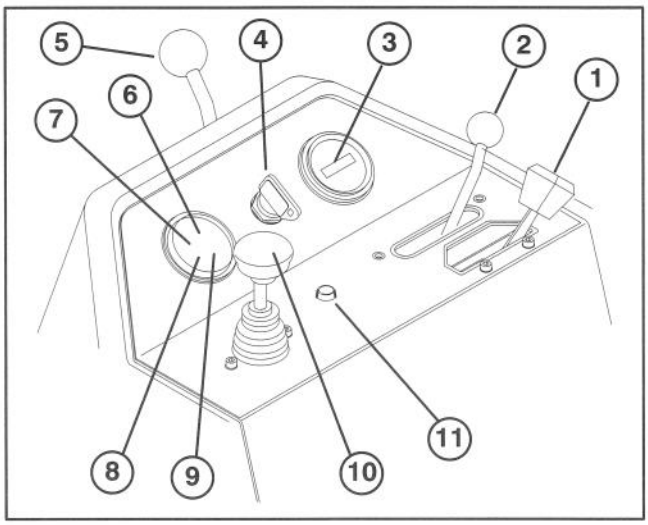

Figure 18
Throttle Control (Fig. 18) – The Throttle Control gives the operator the ability to control the speed of the engine. Moving the Throttle Control toward the "FAST" position increases engine RPM; moving Throttle Control toward "SLOW" will decrease engine RPM.
Functional Control Lever (Fig.18) – Provides two (2) traction selections, plus a "NEUTRAL" position. It is permissible to shift from mow to transport or transport to mow (not to neutral) while the Greensmaster 3200–D is in motion. No damage will result.
Hour Meter (Fig.18) – Indicates the total hours of machine operation. The hour meter starts to function whenever the key switch is rotated to "ON".
Ignition Switch (Fig. 18) – Insert key into switch, turn clockwise as far as possible to "START" position to start engine. Release key as soon as engine starts; key will move to "ON" position. Turn key counter–clockwise to "OFF" position to stop engine.
Steering Arm Locking Lever (Fig.18) – Rotate lever rearward to loosen adjustment, raise or lower steering arm for operator comfort, then, rotate lever forward to tighten adjustment.
Water Temperature Light (Fig. 18) — Light glows and engine automatically shuts–down when engine coolant temperature gets too high.
High Temperature Override Button (Fig. 18) —If engine kills due to an over heat condition, press over ride button in and hold until machine can be moved to a safe location and allowed to cool down.
Glow Plug Indicator Light (Fig. 18) – When lit, indicates glow plugs are on.
Battery Warning Light (Fig. 18) – Light glows if battery charge is low.
Oil Pressure Light (Fig. 18) — Light glows if engine oil pressure drops below a safe level.
Raise / Lower – Mow Control (Fig 18) – Moving control forward, during operation, lowers the cutting units and starts the reels. Pull back on control to stop reels and raise cutting units. During operation reels can be stopped by pulling back on control momentarily and releasing. Restart reels by moving control forward.